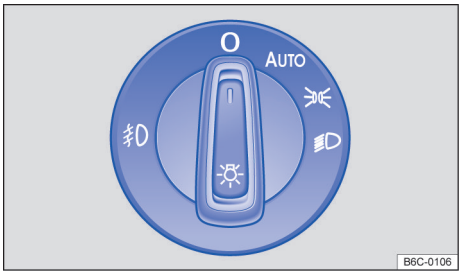

Fig. 71 Ao lado do volante: interruptor de luzes (uma variante).
– **Ligar o farol de neblina:** Puxe o interruptor das luzes para fora e girar para a esquerda → Fig. 71. A luz de controle se acende no interruptor na cor verde.